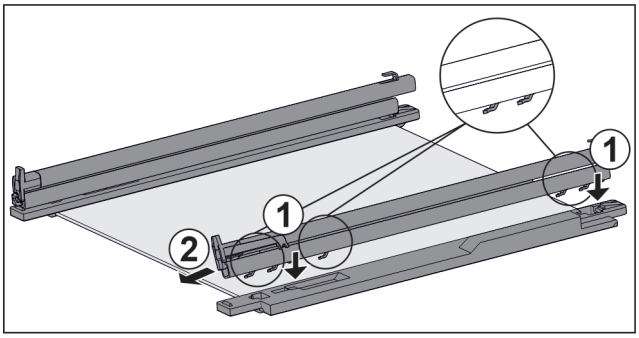

Fig. 202 Üveglap sínekkel és tartóelemekkel
▶ A sín horgait tegye fel a **bal** oldali tartóelem nyílásaira. *Fig. 202 (1)*
▶ Húzza előre a sínt. *Fig. 202 (2)*
▶ A sín horgait tegye fel a **jobb** oldali tartóelem nyílásaira. *Fig. 202 (1)*